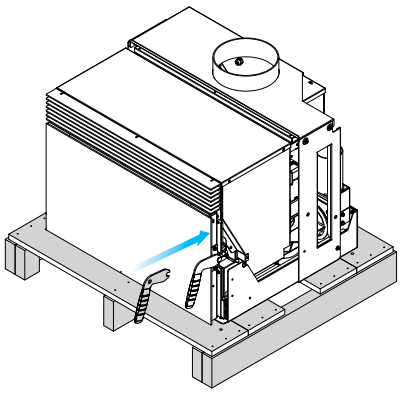

fig. 6.1.0
2) Insérer la poignée froide fournie sur le levier de fermeture de la porte Fig. 6.1.0. sur la machine reçue, encore fixée sur la palette.